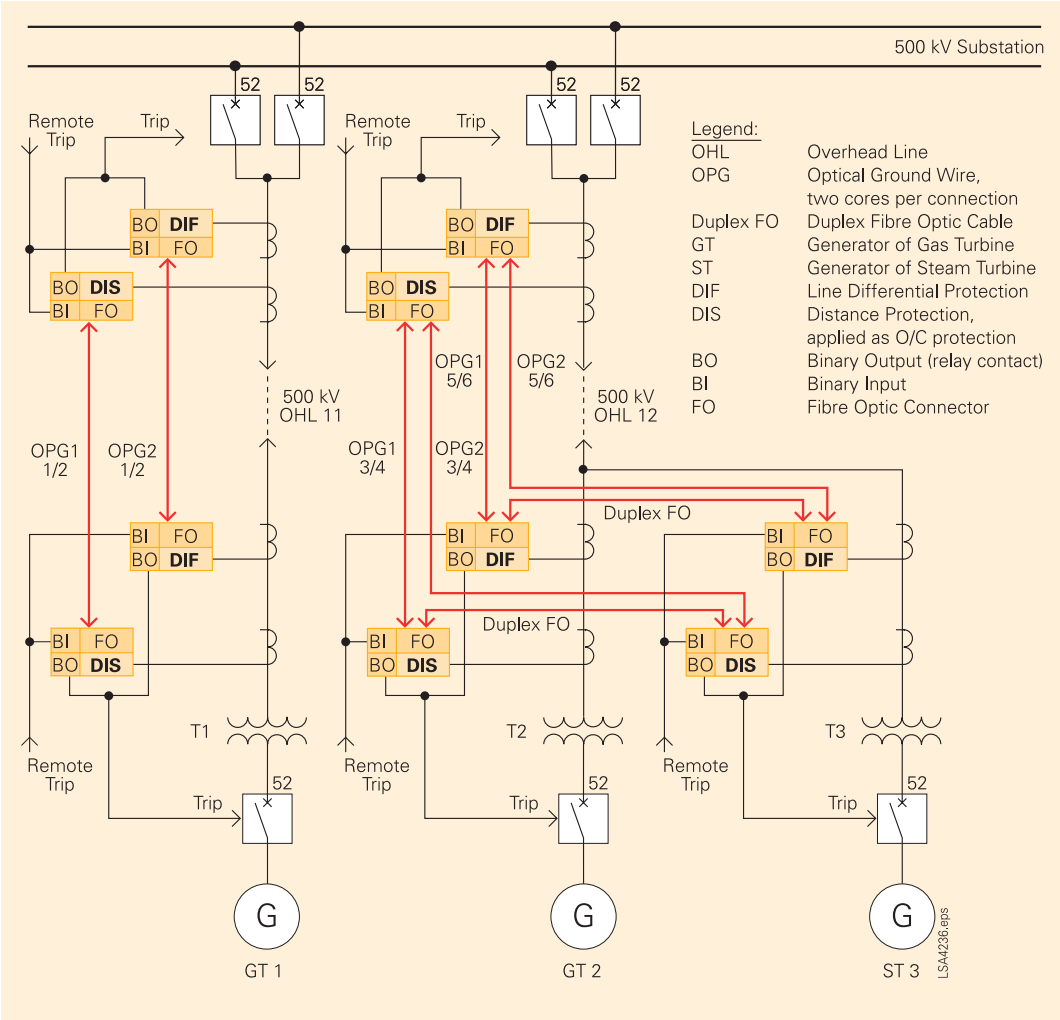

Bild 4 SIPROTEC Leitungsschutz für 500-kV-Einspeisung
Nach der Analysephase präsentierte Siemens Power Automation Wien ein umfassendes Schutzsystem mit folgenden Komponenten (siehe Bild 4):
- Phase 3: Schutz des endgültigen 2- und 3-Enden Übertragungssystems (Bild 4).